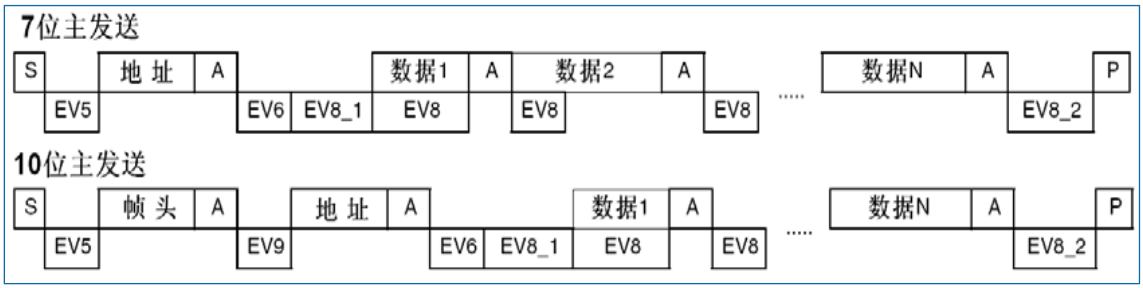
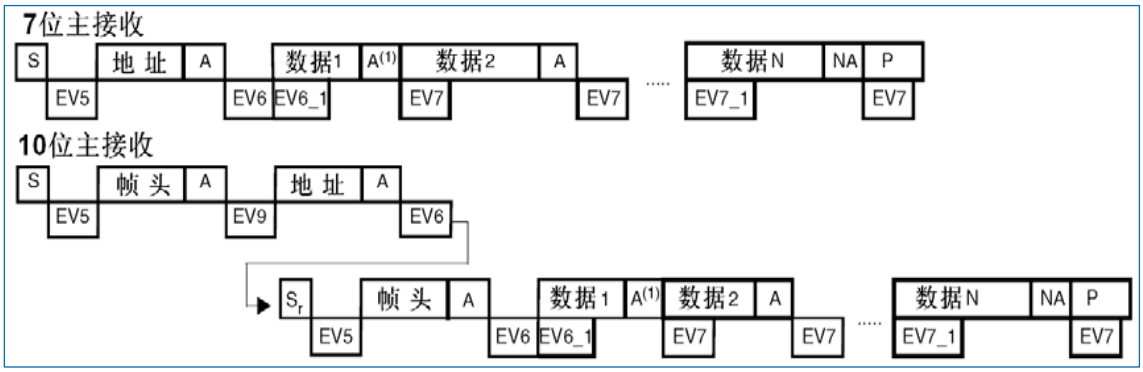

图 25-5 主发送器传送序列图
图 25-6 主接收器传送序列图
然后主设备等待读 SR1 寄存器，紧跟着将从地址写入 DR 寄存器（见图 25-5 和图 25-6 的 EV5）。
然后主设备等待读 SR1 寄存器，再将第二个地址字节写入 DR 寄存器（见图 25-5 和图 25-6）。
随后主设备等待一次读 SR1 寄存器，跟着读 SR2 寄存器（见图 25-5 和图 25-6）。
主设备等待，直到 TxE 被清除，（见图 25-5 的 EV8）。
在 DR 寄存器中写入最后一个字节后，通过设置 STOP 位产生一个停止条件（见图 25-5 的 EV8_2），然后 I2C 接口将自动回到从模式（M/S 位清除）。
2. 硬件设置 RxNE=1，如果设置了 INEVFEN 和 ITBUFEN 位，则会产生一个中断（见图 25-6 的 EV7）。